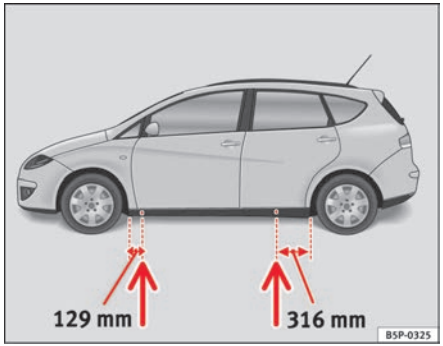

Fig. 178 The jacking points
– Locate the jacking point under the door sill closest to the wheel being changed ⇒ fig. 178.
Recesses at the front and rear of the door sills mark the jacking points ⇒ fig. 178. A position has been made for each wheel. Do not fit the jack anywhere else.